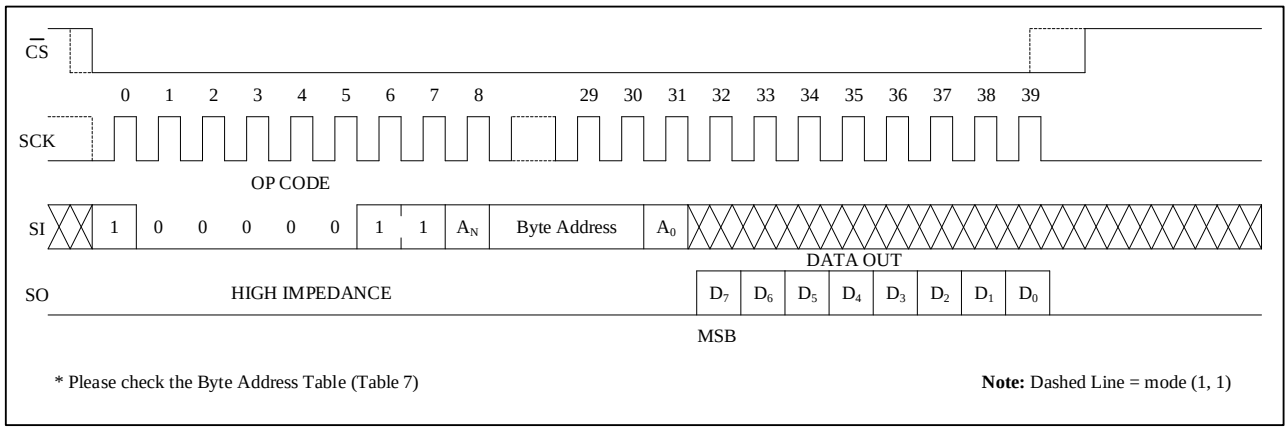

Figure 11
Read Identification Page: Reading the additional 256-byte Identification Page (IP) is achieved using the RDID instruction， according to timing shown in Figure 11. Address bit A10 must be 0, upper address bits are Don't Care, the lower address bits [A7:A0] address bits define the byte address inside the identification page. The byte address must not exceed the 256-byte page boundary.
Read Identification Page Lock Status: To read Identification Page Lock status, the host simply sends a RDLS command, according to timing shown in Figure 11. The address bit A10 must be 1, all other address bits are Don't Care. The Lock bit is the bit0 of the byte read on the SO pin. It is at “1” when the lock is active and at “0” when the lock is not active. The same date byte may be read at any time, including during an internal write cycle.